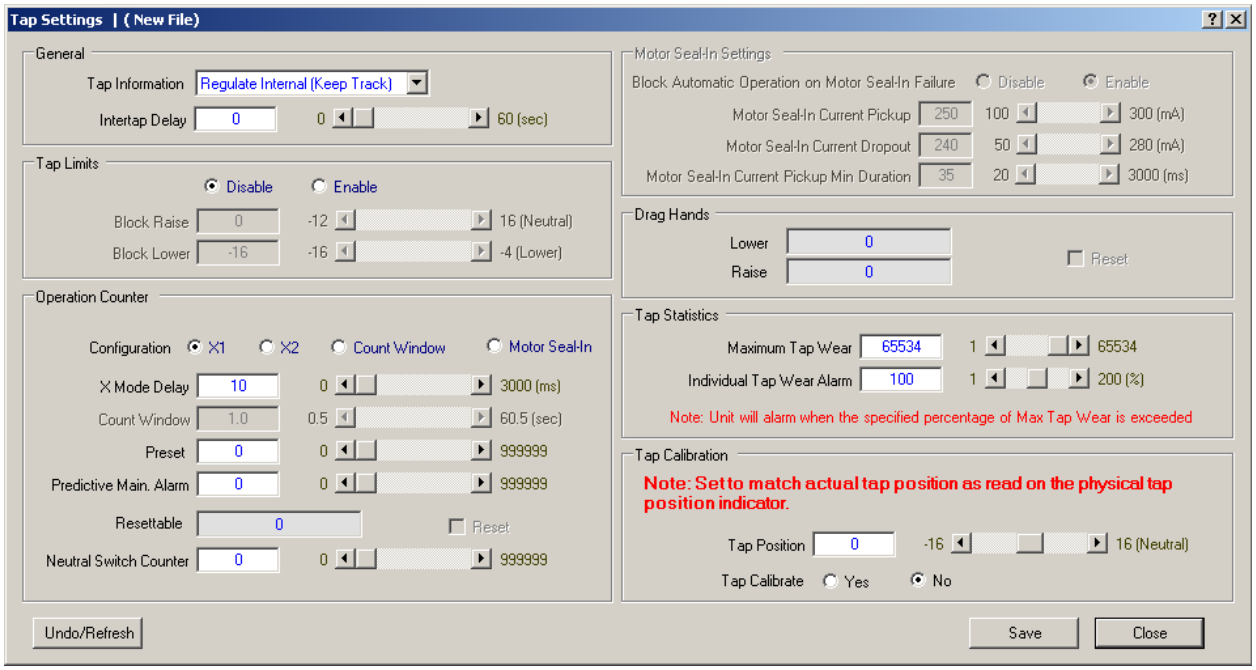

Figure 4-45 Tap Settings Dialog Screen
1. Select **Setup/Tap Settings** from the TapTalk toolbar. TapTalk will display the Tap Settings dialog screen (Figure 4-45).